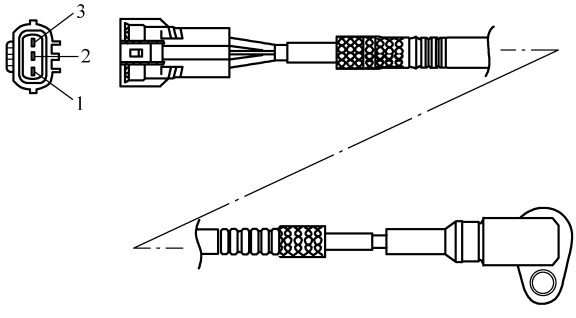
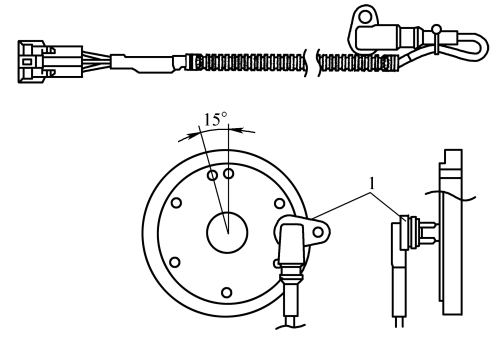

图 6-49　凸轮轴位置(CMP)传感器
图 6-50　凸轮轴位置(CMP)传感器的安装位置
③ 凸轮轴位置(CMP)传感器见图 6-49；凸轮轴位置(CMP)传感器的安装位置见图 6-50。